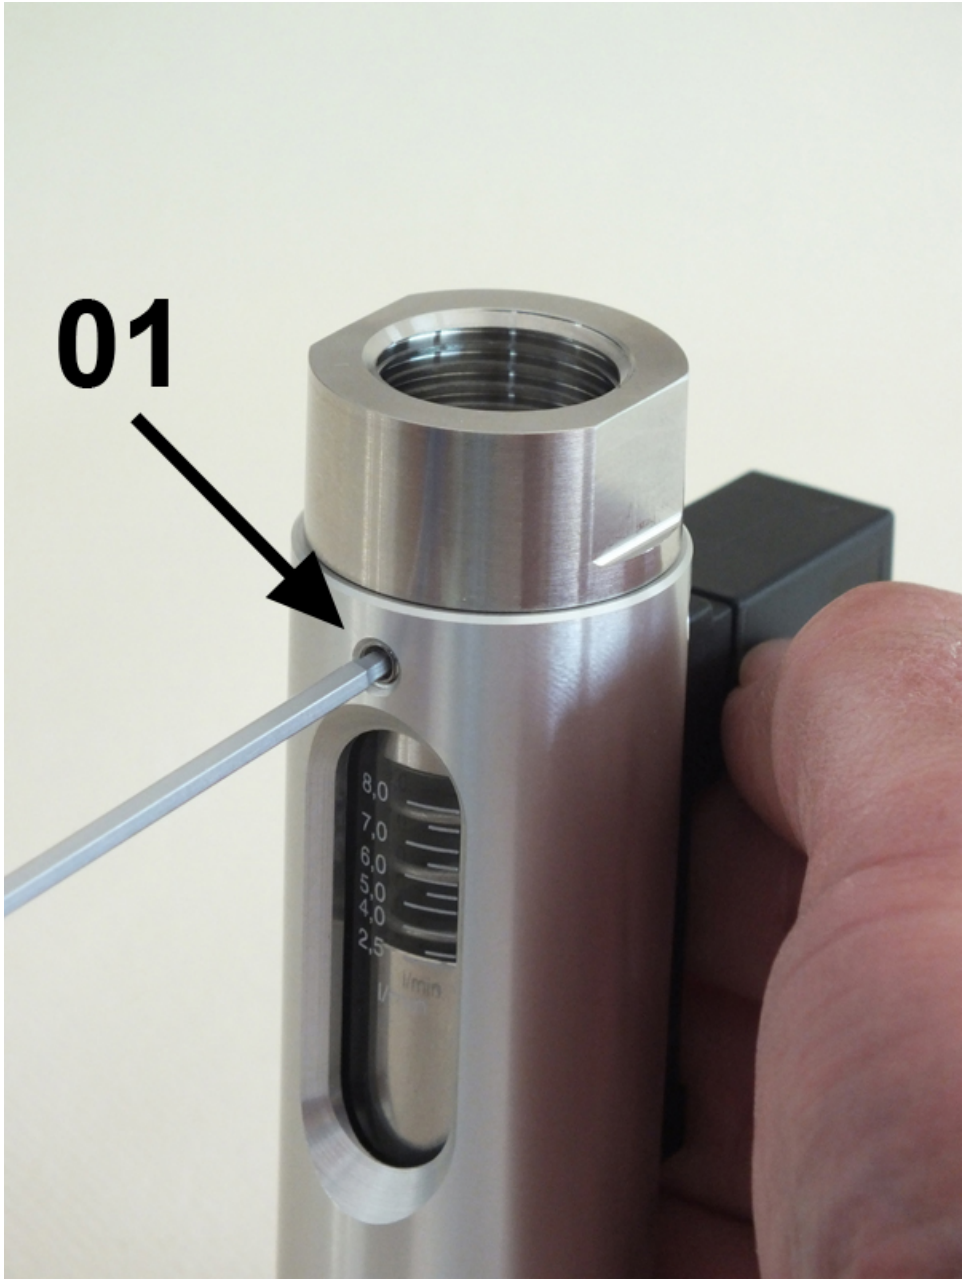

Abb. 35: Schrauben lösen
1. Obere 3 Innensechskantschrauben (*Abb. 35*/01) mit einem Sechskant-Schraubendreher lösen